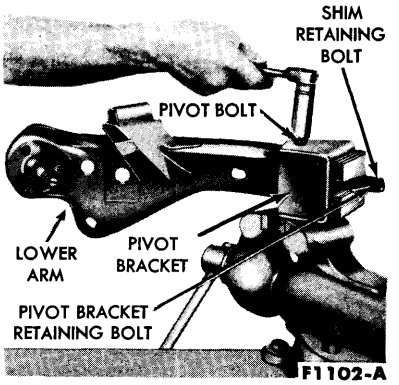

FIG. 9—Lower Suspension Arm Assembly
(Fig. 9). Remove the pivot bolt, and separate the pivot bracket from the lower arm.
1. Assemble the pivot bracket to the new lower arm with the pivot bolt, place the assembly in a vise, and install the pivot bolt nut (Fig. 9). Tighten the nut snug. Do not torque until the lower arm assembly is installed in the car.
2. Slide the shims over the retaining bolts against the pivot bracket (Fig. 9), then mount the lower arm and pivot bracket assembly to the chassis mounting bracket (Fig. 8). Install the pivot bracket and shim retaining nuts.